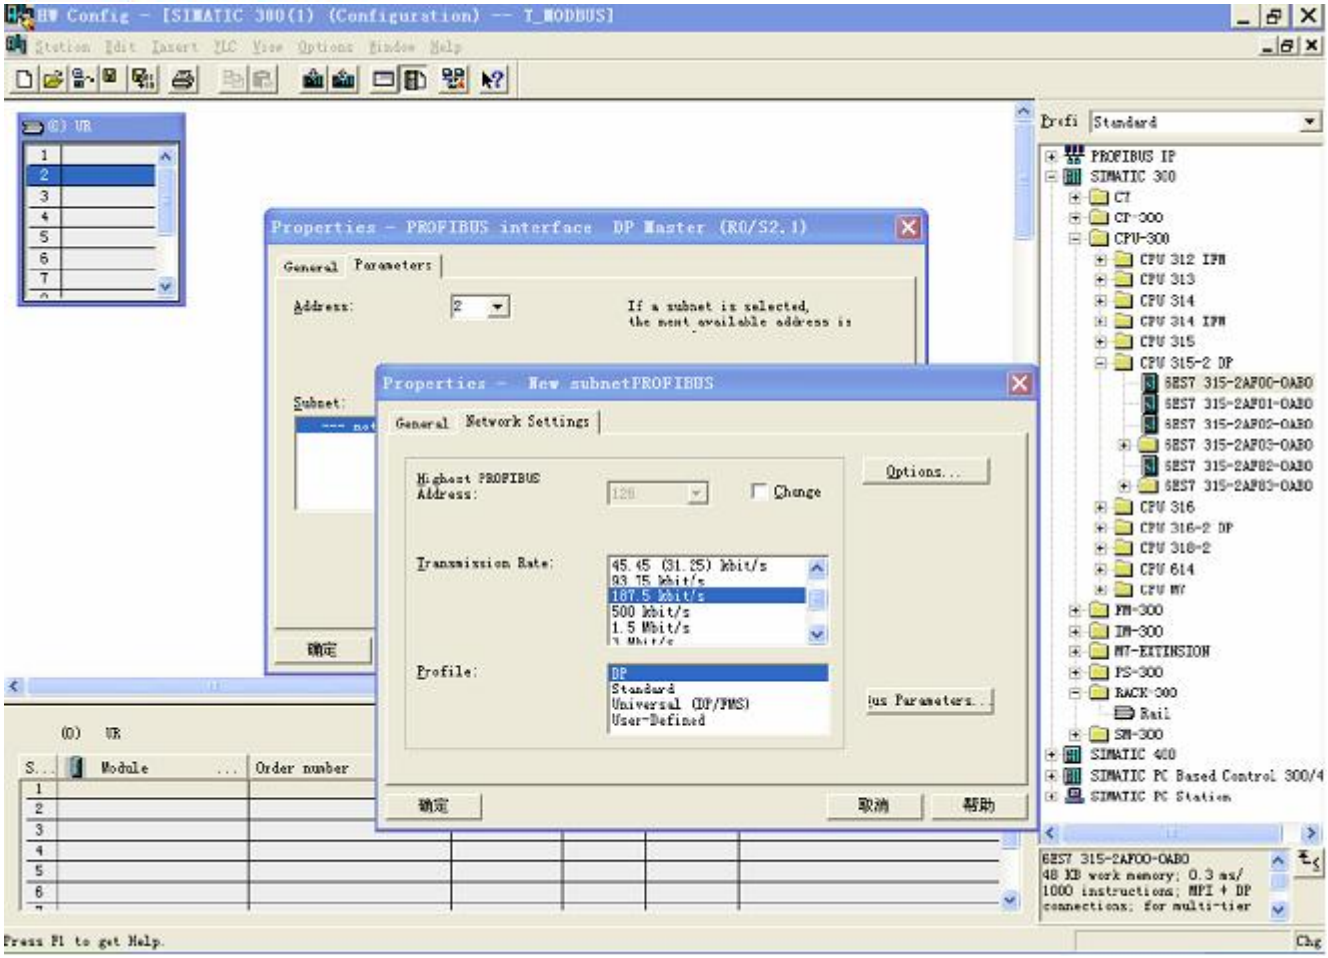

图 8
9. 创建 PROFIBUS-DP 网络，设置 PROFIBUS-DP: New->Network settings，选择 DP，选择一个波特率如 187.5Kbps，然后“OK”. 双击它；如图 8